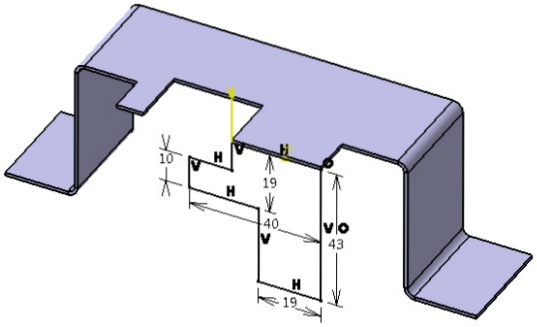

Figure 15-128 *Sketch for the wall on the edge feature*
5. Draw the sketch for the wall on the edge feature in the **Sketcher** workbench, as shown in Figure 15-128.